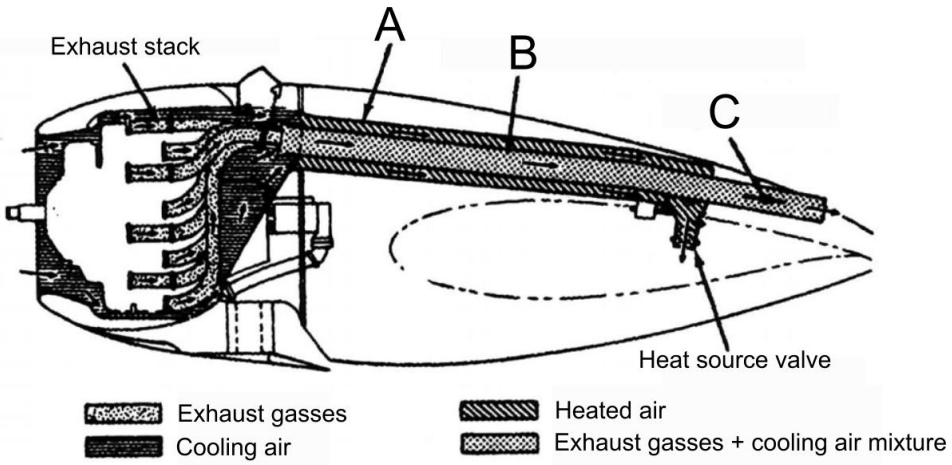

FIGURE 4
3.6 Refer to FIGURE 4 below illustrating an exhaust heat exchanger and answer the questions.
3.6.2 Describe how the exhaust heat exchanger illustrated in FIGURE 4 above functions. (6)